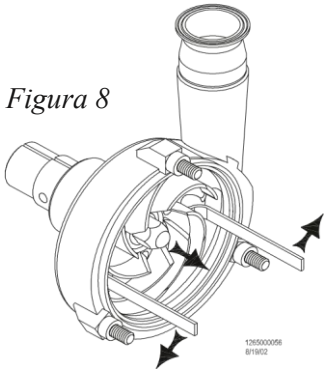

Figura 8
f) Remova o rotor (22) do eixo da bomba (7) segurando uma pá do rotor em cada mão e puxando o rotor em sua direção. Se o rotor estiver difícil de remover, insira os extratores de rotor entre a carcaça da bomba (10) e a parte traseira do rotor e faça alavanca para retirá-lo (*Figura 8*).